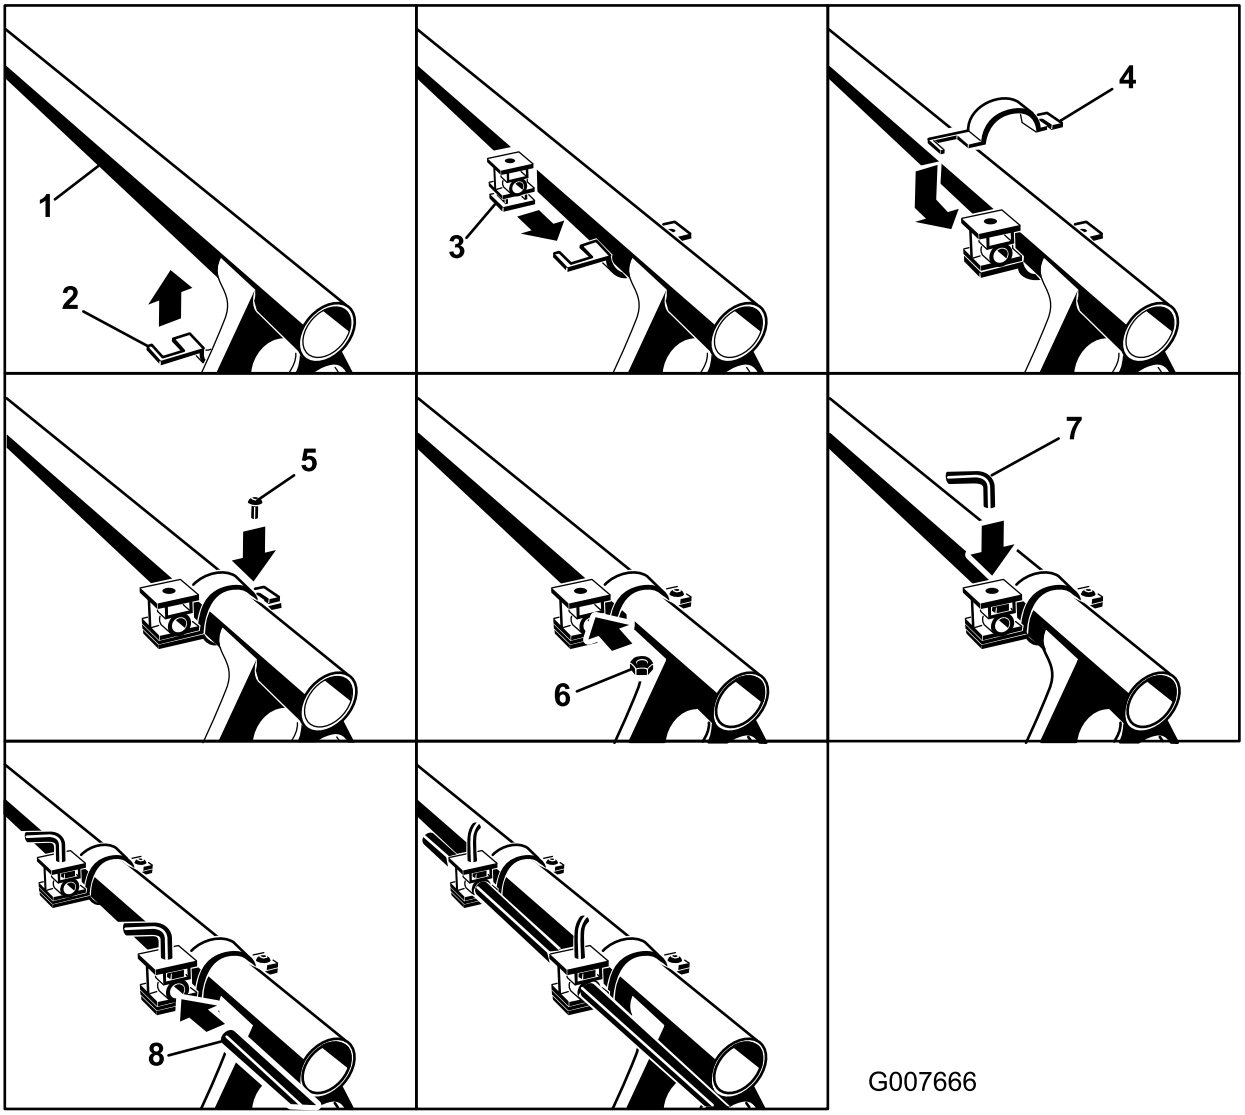

Figuur 13
2. Zoek de montagebeugels en de tussenring voor de schuimspuitdop. Monteer de eerste beugel 7 tot 10 centimeter van het uiteinde van de bovenste steunstang van de spuitboom. Monteer de beugel en de tussenring zoals op de afbeelding (Figuur 13).